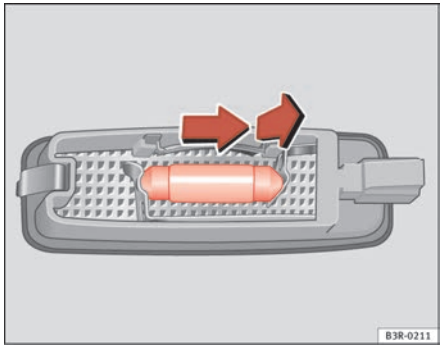

Fig. 236 Removing sun visor light
– Remove the bulb, moving it in the direction of the arrow and outwards ⇒ fig. 236. ■